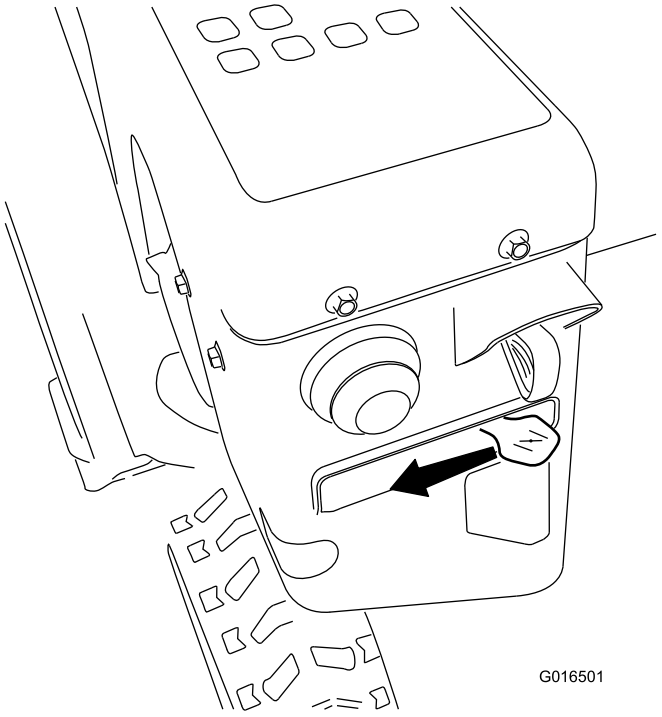

Figura 28
5. Portate lo starter in posizione Starter (Figura 28).